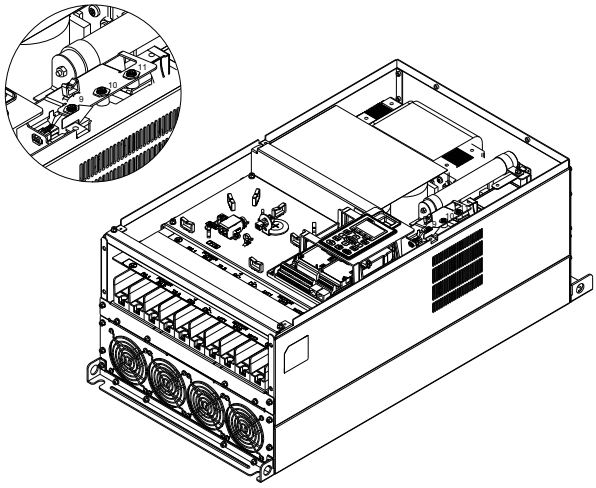
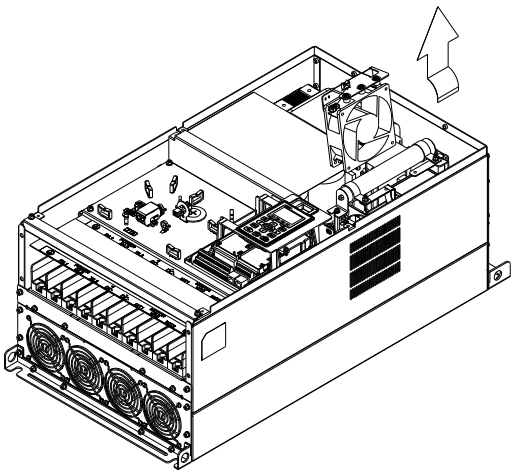

Figure 3
Figure 4
3. Loosen the screws and remove the fan. (figure 3 and figure 4) Screw torque: 24~26kg-cm [20.8~22.6lb-in][2.35~2.55 Nm].